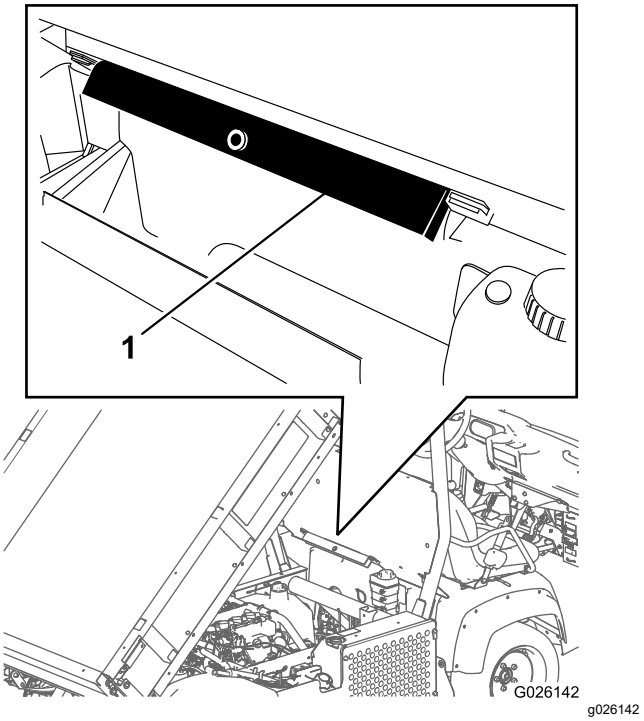

Figuur 13
2. Verwijder de laadbakbeveiliging van de opberghaken op de achterkant van het paneel van de rolbeugel (Figuur 13).